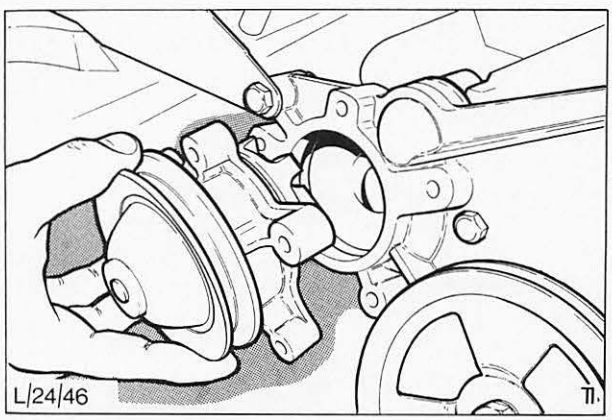

Abb. 31 Wasserpumpe ausbauen
5. Befestigungsschrauben der Wasserpumpe (5) lösen, Wasserpumpe ausbauen, Abb. 31.